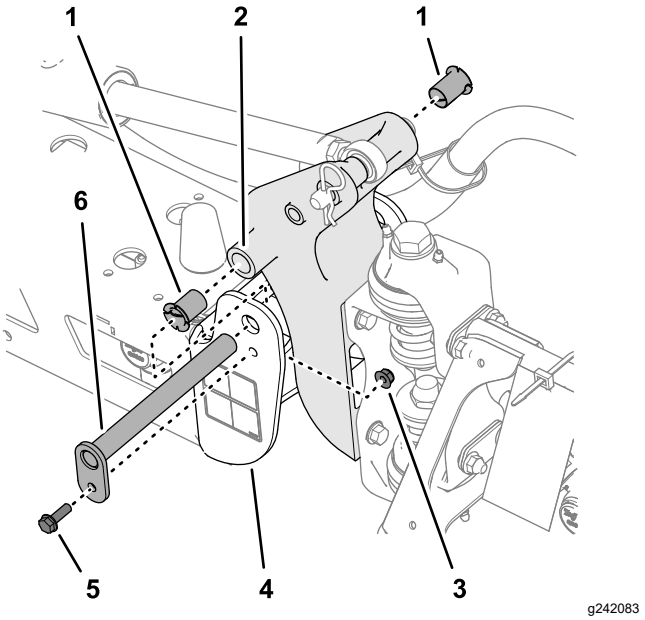

Bild 120
3. Entfernen Sie die Schraube und die Mutter, mit denen der Lagerbolzen befestigt ist, und nehmen Sie den Bolzen ab (Bild 120).
5. Nehmen Sie die Nylonbüchsen vorne und hinten an der Schwenkhalterung ab und prüfen Sie sie (Bild 120).
6. Tragen Sie etwas Öl auf die Nylonbüchsen auf und setzen Sie diese in die Schwenkhalterung ein (Bild 120).
7. Fluchten Sie die Löcher in der Schwenkhalterung mit den Löchern im Endkanal aus (Bild 120).